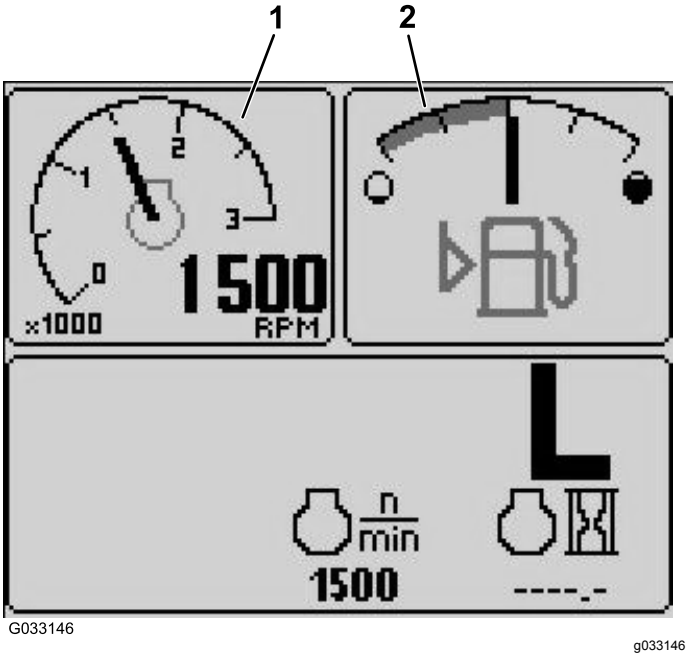

Figur 16
- Omdrejningstæller – øverste venstre skærm Figur 16
- Indikator for brændstofstand – øverste højre skærm (Figur 16)
Denne visning angiver, hvor meget brændstof der er i tanken (Figur 16).
Denne visning angiver motorens driftshastighed i o/min (Figur 16).